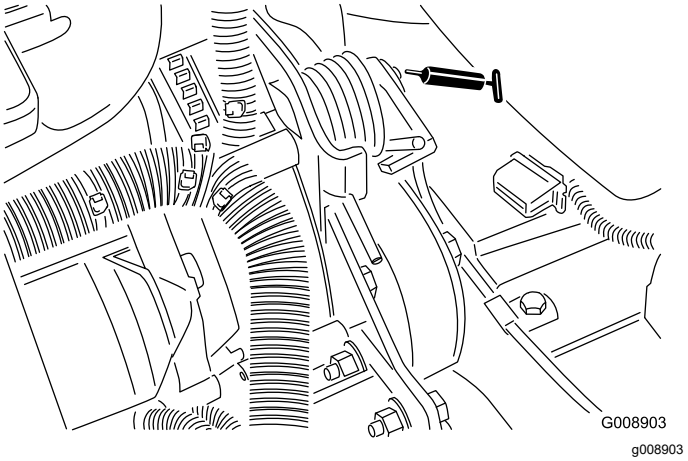

Figur 65
- Remspændingsdrejetap (Figur 65)